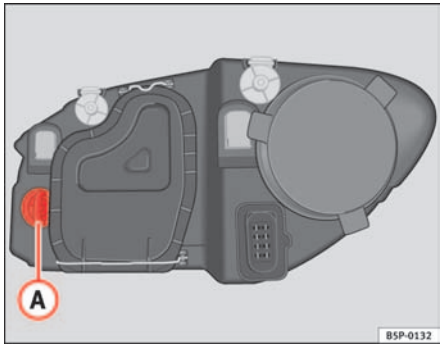

Fig. 174 Turn signal lamps
- Rotate the lamp holder ⇒ fig. 174 (A) to the left and pull.